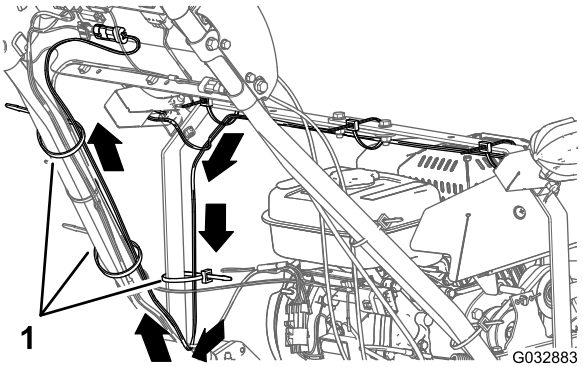

Figuur 13
1. Leid de kabelboom van de LED-lampset langs de linker steun voor de lampset en langs de linker handgreepbuis (Figuur 13).
2. Leid de kabelboom langs de linker handgreepbuis naar het bedieningspaneel (Figuur 13).
3. Zet de kabelboom op de linker steun en handgreepbuis vast met 3 kabelbinders, zoals in Figuur 13.